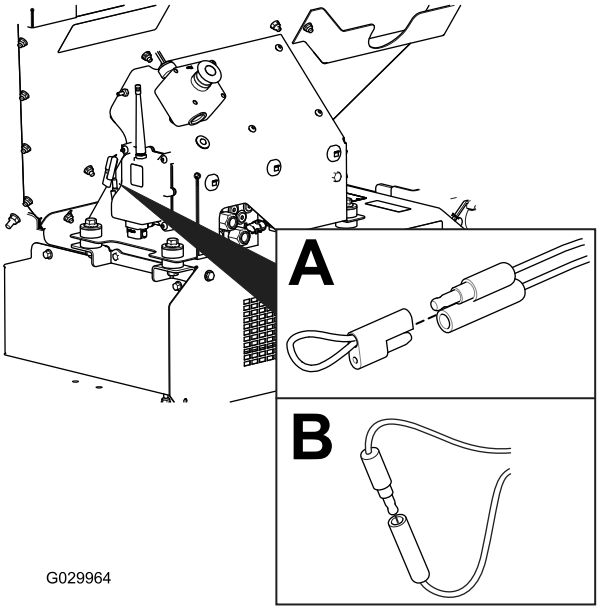

Figur 59
2. Træk fastgørelseshætten af de to diagnostikparallelkonnektorer (Figur 59, A).
3. Tilslut de to diagnostikparallelkonnektorer (Figur 59 B).
2. Afbryd diagnostikparallelkonnektorerne (Figur 59, B).
3. Skub fastgørelseshætten op på de to diagnostikparallelkonnektorer (Figur 59, A).